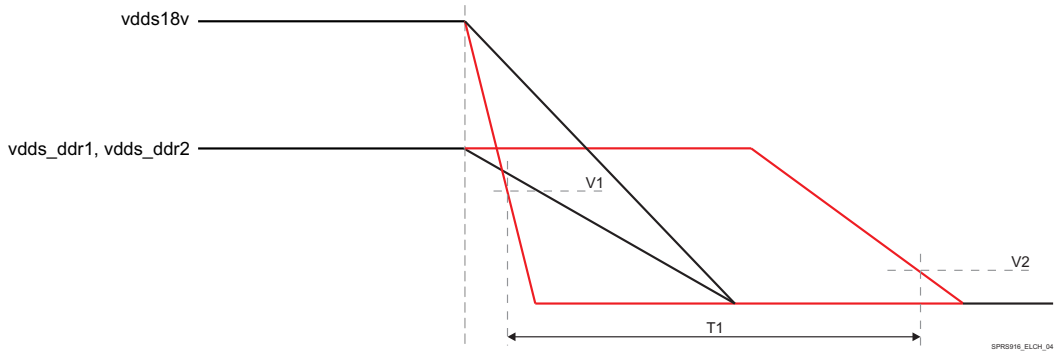

Figure 5-8. vdds18v and vdds_ddr* Discharge Relationship(1)
- must satisfy the vdds18v and vdds_ddr* Discharge Relationship (see Figure 5-8) if vdds_ddr* discharge rate is slower than vdds18v.
If vdds18v and vdds_ddr* are disabled at the same time due to a loss of input power event or if vdds_ddr* discharges more slowly than vdds18v, analysis has shown no reliability impacts when the elapsed time period beginning with vdds18v dropping below 1.0 V and ending with vdds_ddr* dropping below 0.6 V is less than 10 ms (Figure 5-8).